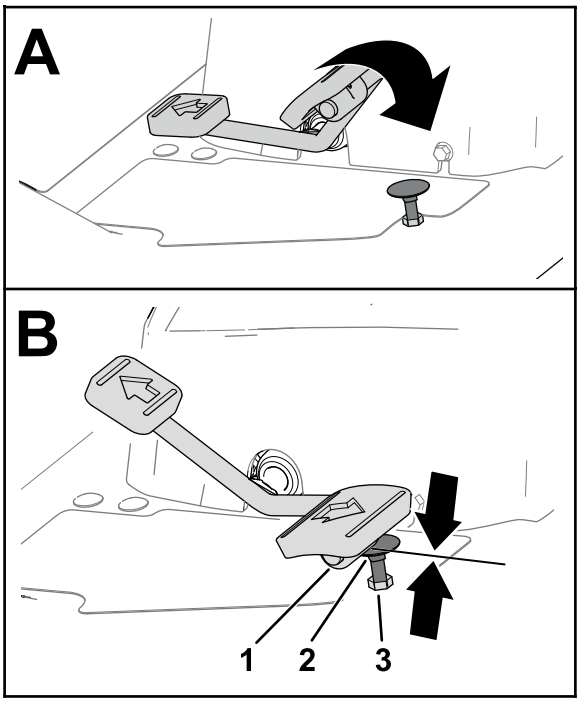
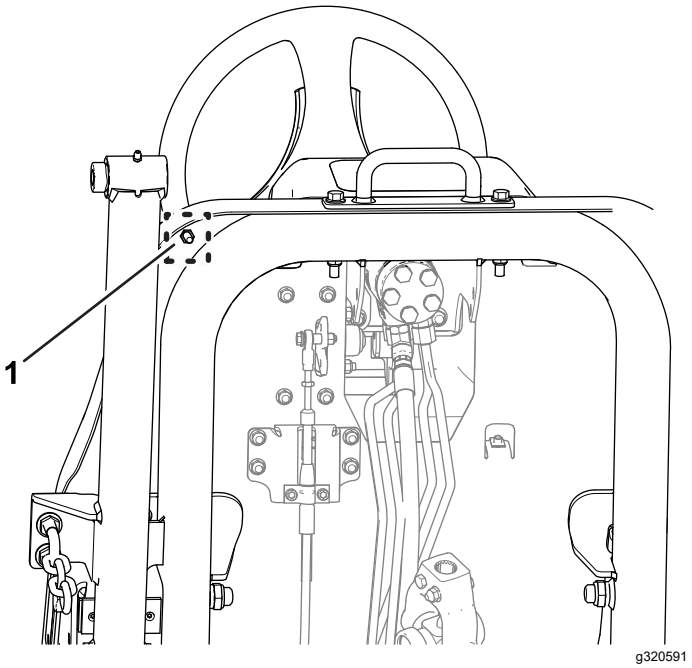

Bild 81
Bild 82
1. Drücken Sie das Fahrpedal ganz durch (Bild 81).
A. Halten Sie den Fahrpedalanschlag (Bild 81) mit einem Schraubenschlüssel fest.
B. Lösen Sie die Klemmmutter an der Unterseite der Fußplattform-Platte (Bild 82).
C. Bewegen Sie das Fahrpedal in die Vollgas-Stellung (Bild 81).
D. Den Fahrpedalanschlag festhalten, die Klemmmutter oberhalb der Fußplattform-Platte (Bild 81) einstellen, bis das Fahrpedal den Anschlag berührt.
F. Halten Sie den Fahrpedalanschlag fest und ziehen Sie die Klemmmutter an der Unterseite der Fußplattform-Platte (Bild 81 und Bild 82) auf 37-45 N·m an.